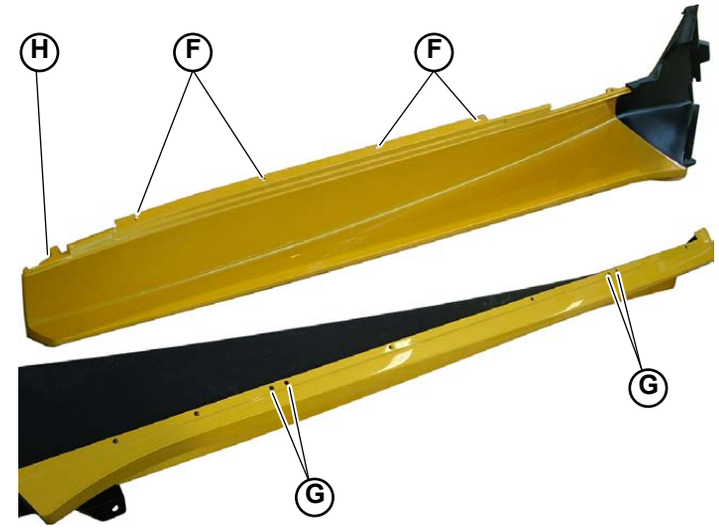

Fig.5
7. Unscrew the 4 screws (**F-Fig.5**) on the upper part of the side member.
8. Unscrew the 4 screws (**G-Fig.5**) on the lower part of the side member.
9. Unscrew the screw (**H-Fig.5**) at the front of the side member.